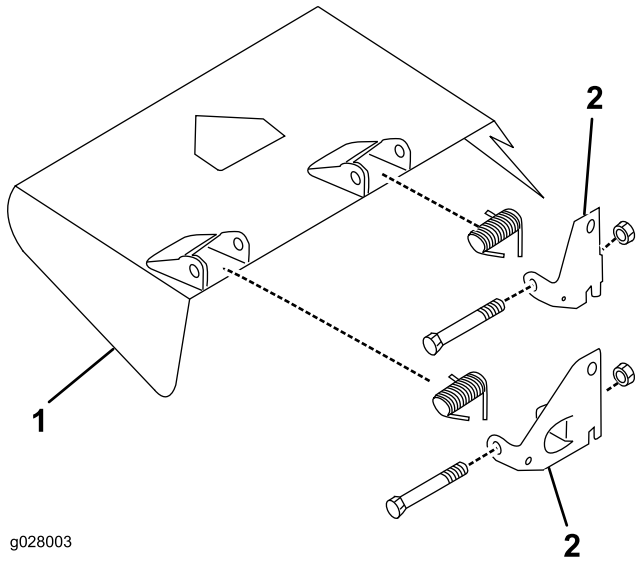

Figura 6
3. Usando os parafusos, porcas de bloqueio e molas previamente retirados, instale os novos apoios no defletor (Figura 6).